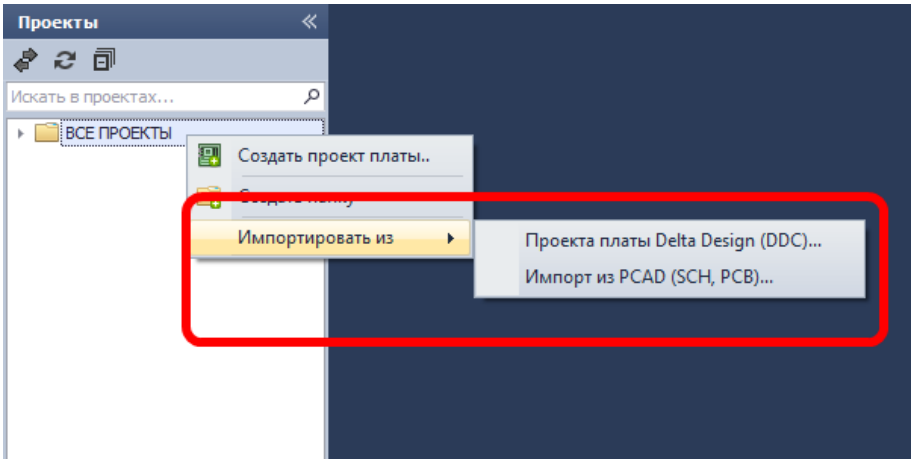

Рис. 346. Выбор типа импорта
3. Выберите тип исходных данных для импорта см. Рис. 346.